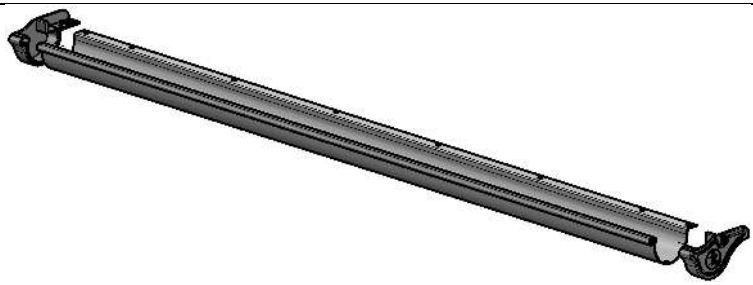

Рис. 12
4.4.3. На сборку по п. 4.5.2. надеть накладки лотка правую (поз. 1, пакет №5), левую (поз. 1, пакет №6). (См. рис. 12)